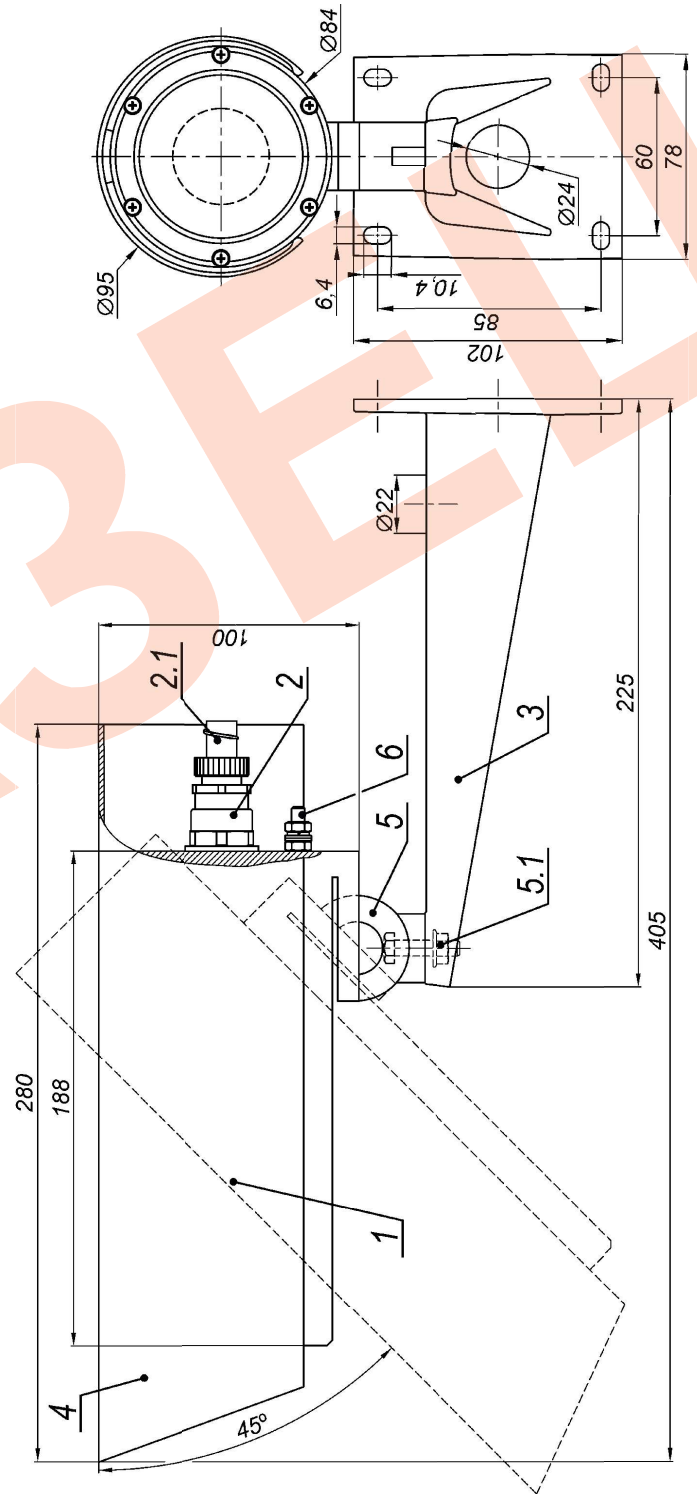

Рис.1 Состав изделия. Габаритные и установочные размеры
1. Установить кронштейн (поз.3 рис.1) на штатное место и закрепить на нём термокожух с видеокамерой (поз.1 рис.1).
9. Ослабив гайку болта фиксации шарнира (поз.5.1 рис.1), установить видеокамеру на нужное направление обзора, после чего надежно зафиксировать шарнир, затянув гайку.
10. Заземлить видеокамеру с помощью болта заземления (поз.6 рис.1).